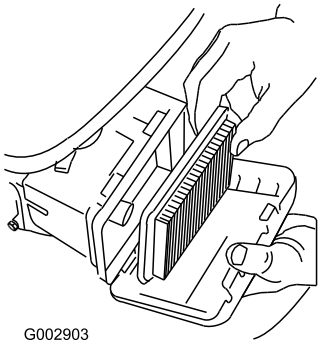

Figuur 39
3. Verwijder het luchtfilter (Figuur 39).